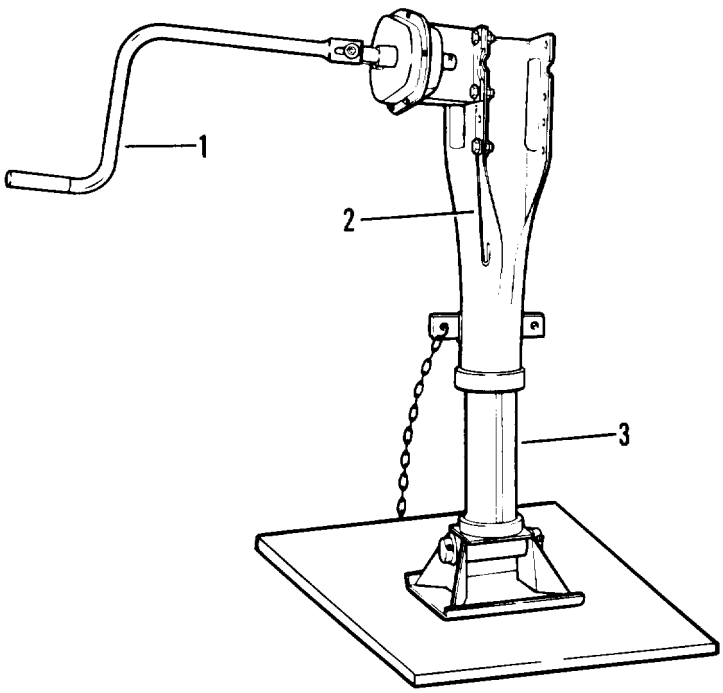

Figure 2-20. Landing gear
(1) Unhook crank (1, figure 2-20) from crank holder (2).
(2) Raise crank (1).